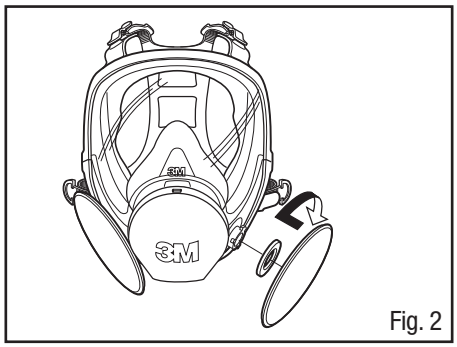

Fig. 2
3. Répéter pour le second filtre (Fig. 2).